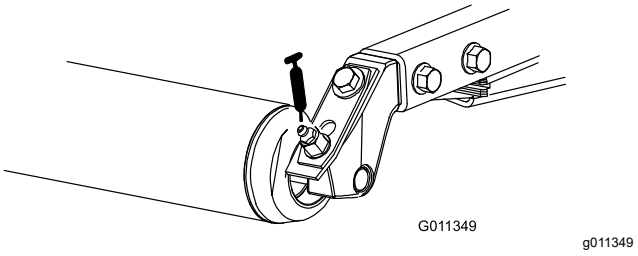

Figur 44
- Bakre valselagre (to per klippeenhet) (Figur 44)